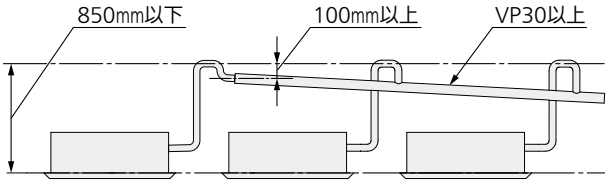

図14
- 集合ドレン配管の太さは集合した本体の台数分に見合うだけの太い配管（VP30以上）で施工してください。（図14）